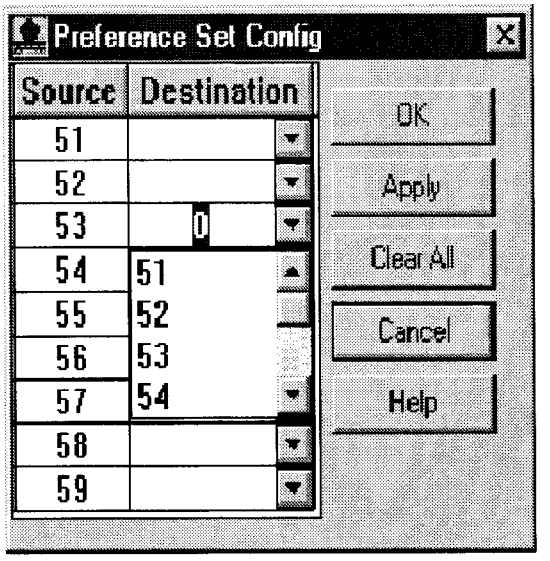

FIGURE 4-53B. DESTINATION DISPLAY PREFERENCE SET CONFIG WINDOW
3. To synchronize preference sets between two displays, select the destination display in the dropdown next to the source display (Figure 4-53B).